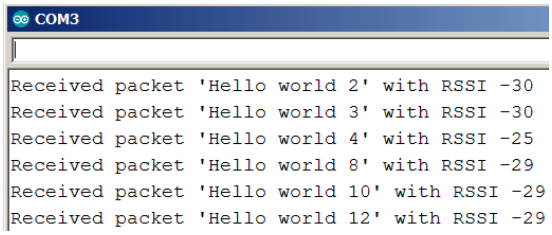

Figure 2: Screenshot of the serial monitor output from the LoRa receiver. It can be seen in the counting numbers how certain transmissions are being lost.
- Interestingly, now when using the numbered sends, I see that occasionally we're missing a few transmissions, as shown in this serial monitor screen shot in Figure 2. The true question is however, is the issue with the transmitter or the receiver.